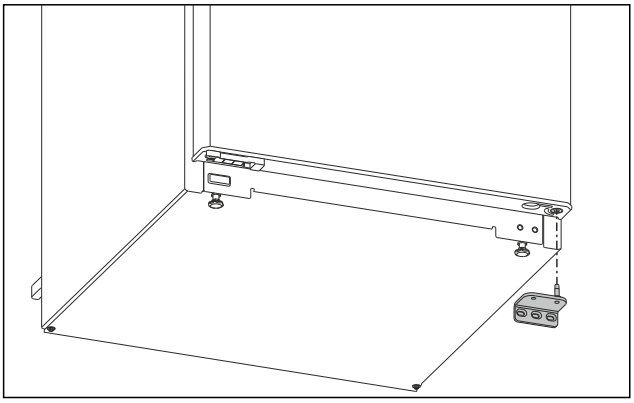

Fig. 7
▶ Снимите опорный кронштейн движением вниз. (см. Fig. 7)